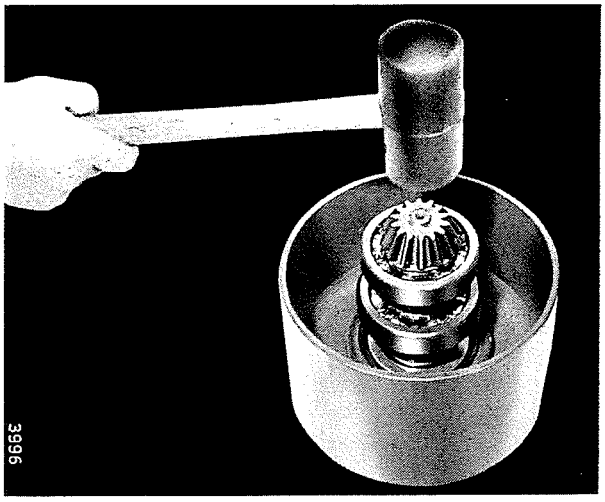

Bild 390
Beide Kugellager mit Abstandring (26) auf Ritzelwelle aufpressen und Woodruffkeil (20) in die Nut einsetzen. Ritzelwelle mit Gummihammer oder Kupferdorn in die Riemenscheibe eintreiben, Bild 390.